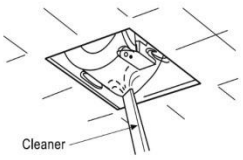

Fig. 8
3. Remove dust and dirt from the fan housing with a vacuum cleaner. (Fig.8)